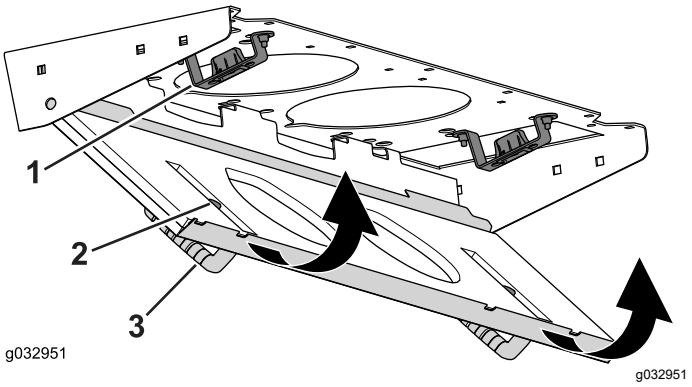

Figur 88
4. Vrid filterenheten runt flikarna tills spärren låser fast i spärrenheten (Figur 88).